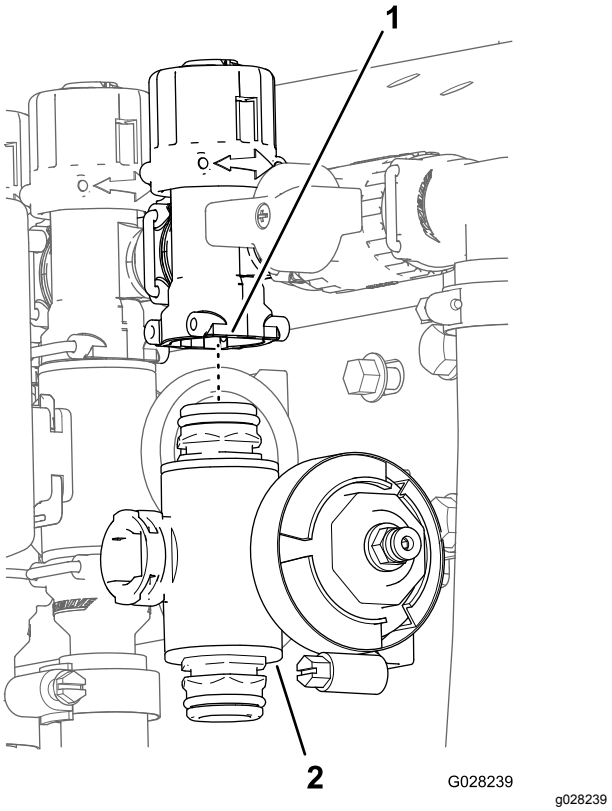

**Figuur 70**
3. Bij de kleppen van de linker en rechter spuitbomen: verwijder de flenskopbouten en flensmoeren waarmee de klep(pen) van de spuitbomen aan de klepbevestiging zijn bevestigd en verwijder de klepverdeler(s) uit de machine. Bij de klep van de middelste spuitboom: verwijder de spuitboomklepverdeler uit de machine (Figuur 70).